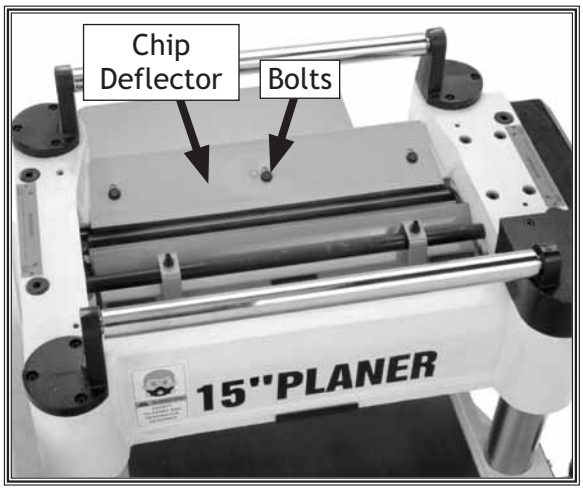

Figure 44. Chip deflector.
1. Loosen the chip deflector mounting bolts shown in **Figure 44**.